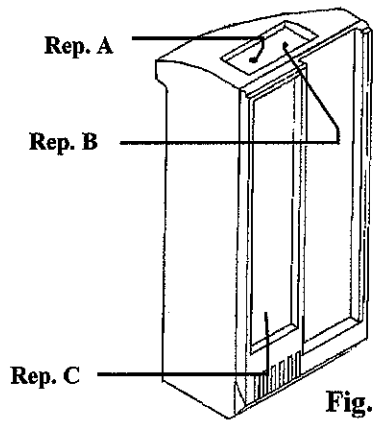

Fig. 1
- Un voyant lumineux (Rep. A Fig. 1) qui reste allumé *(ou non suivant votre volonté – voir chapitre 3 &C « extinction du voyant)* dès que la cassette est initialisée.
- Une touche d'affectation (Rep.B Fig. 1) permettant d'enregistrer les ordres de l'émetteur.
- Une étiquette (Rep. C Fig. 1) destinée à inscrire le numéro d'affectation de zone de la cassette.
- Coloris : Perle (ES) ou Noir (CN)
- Noter le numéro de zone que vous lui attribuez sur l'étiquette (voir Rep. C Fig.1)
- Appuyer environ 10 secondes sur la touche Rep. B Fig. 1 du récepteur jusqu'à ce que le voyant s'éteigne.
Nota : Pour rallumer le voyant, appuyez de nouveau environ 10 secondes sur la touche rep. B Fig. 1 du récepteur jusqu'à ce que le voyant se rallume.